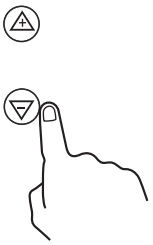

fig.3
• Select the heat level required (1-9) by using the up and down buttons (fig. 3). By holding down either of these buttons, the value on the heat level display will adjust up or down.
• Select the cooking zone (fig. 2) and heat level (fig. 3).